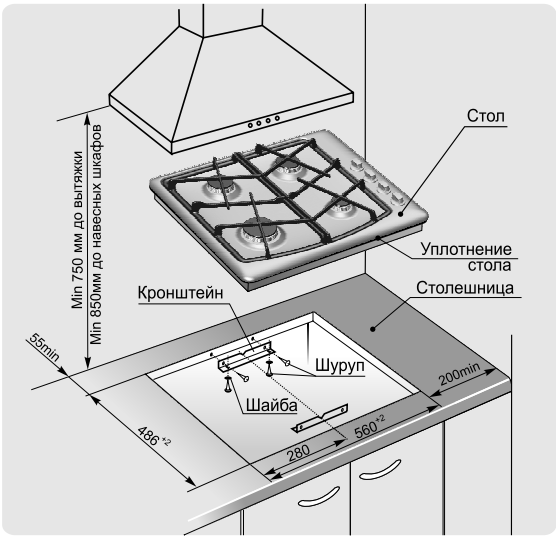

Рис.4 МОДЕЛЬ СН1211
1. Точно разметить на столешнице контур проема под встраиваемый стол в соответствии с рис.4, 5, 6.